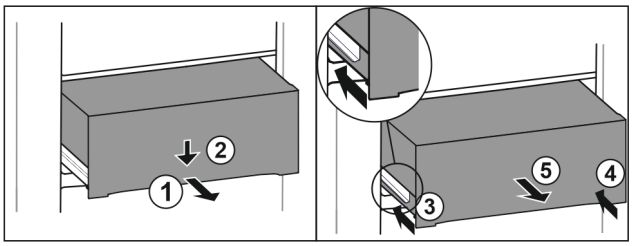

Fig. 144
▶ Pull out drawer half-way. *Fig. 144 (1)*
▶ Push the drawer down at the front. *Fig. 144 (2)*
▶ Push the left rail in by about 2 cm. *Fig. 144 (3)*
▶ Push the right rail in by about 2 cm. *Fig. 144 (4)*
▶ Remove drawer to the front. *Fig. 144 (5)*